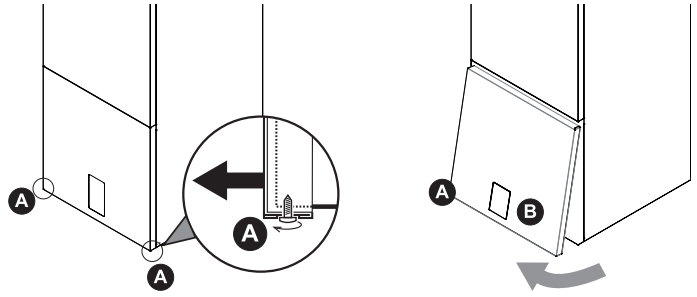

fig. 16 - desmontaje panel frontal
- Destornillar parcialmente los tornillos A (ver "fig. 16 - desmontaje panel frontal").
- Extraer el panel B y desengancharlo de las piezas de fijación superiores (ver "fig. 16 - desmontaje panel frontal").